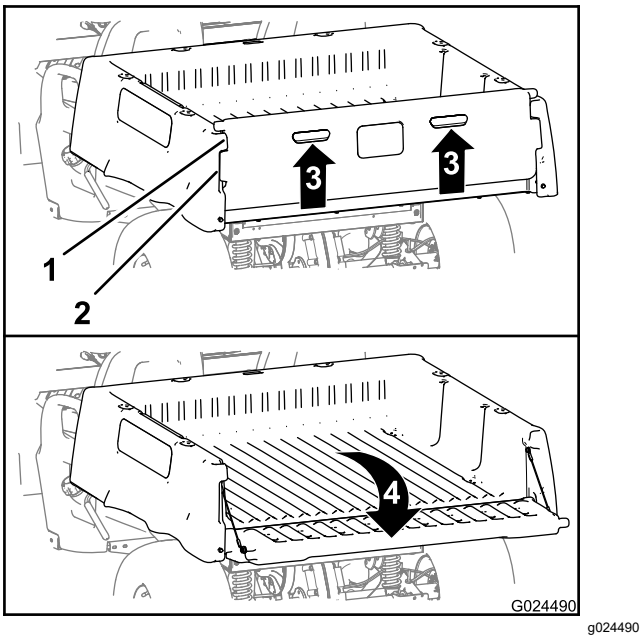

**Figur 15**
2. Løft op i fingertrækket på bagklappens bagpanel (Figur 15).
3. Ret låseflangerne på bagklappen ind efter åbningerne mellem bagklappens flanger på ladet (Figur 15).
4. Drej bagklappen bagud og ned (Figur 15).
6. Drej bagklappen opad og fremad, indtil låseflangerne på bagklappen er i niveau med bagklappens fordybning i ladet (Figur 15).
7. Sænk bagklappen, indtil den befinder sig bagest på ladet (Figur 15).